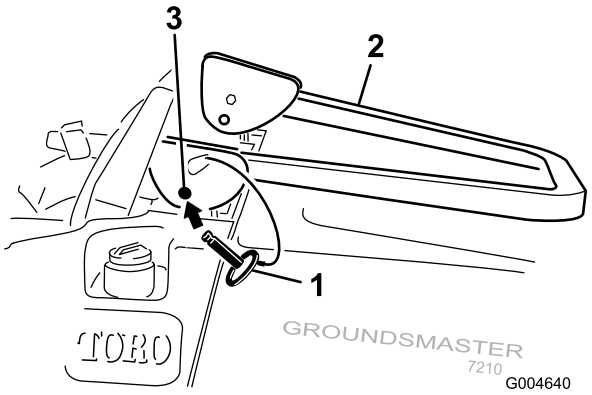

Figur 11
2. Senk veltebøylen til nedre stilling (Figur 11).